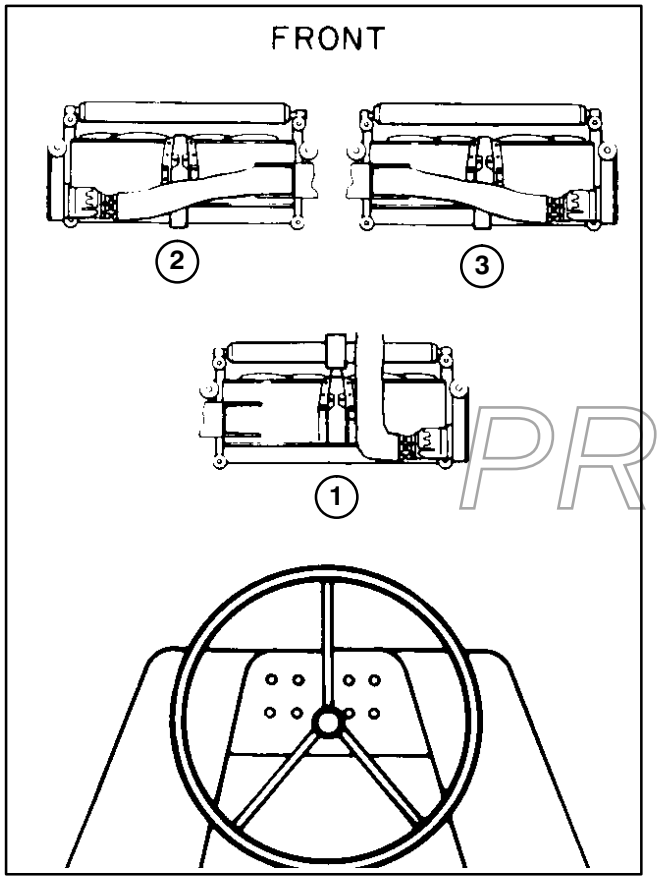

Figure 2
1. Position cutting units on floor in front of machine as shown in figure 2. The center cutting unit (#1 position) and the one on the right (#3 position) are right hand cutting units and are the same. The one on the left (#2 position) is a left hand cutting unit.